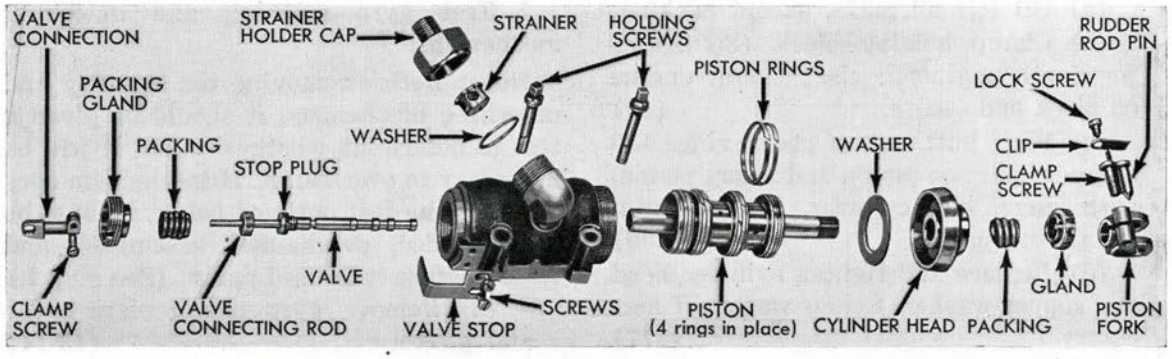

Figure 251
9. Assemble engine (Fig. 251):